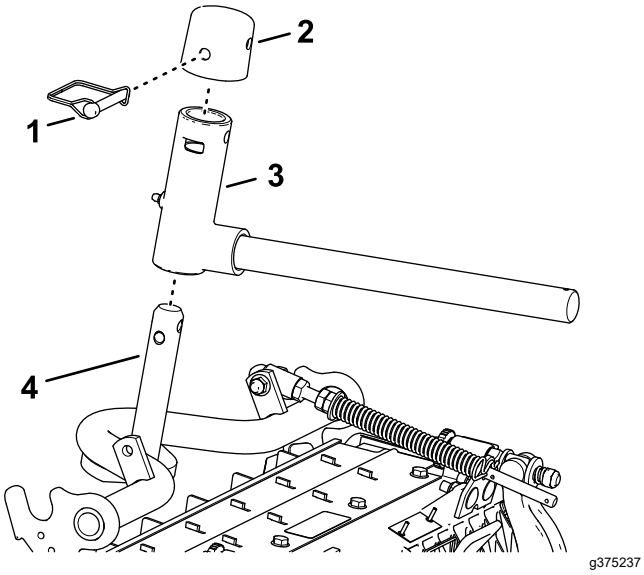

**Figuur 18**
2. Monteer het juk van het draaipunt op de as van het draagframe (Figuur 18).